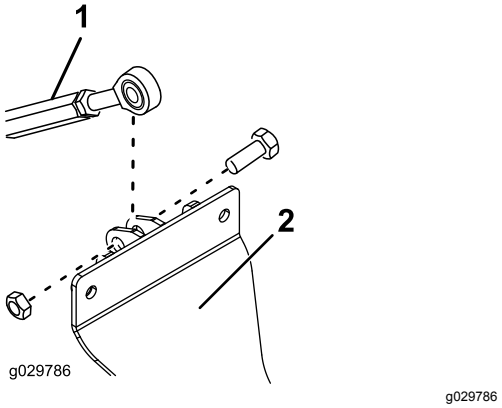

Rysunek 5
6. Przymocuj koniec od strony tłoczyska z łącznikiem gwintowanym do zespołu wspornika siłownika przy pomocy śruby (½ x 1½ cala) i nakrętki zabezpieczającej (½ cala) w sposób podany na Rysunek 5.